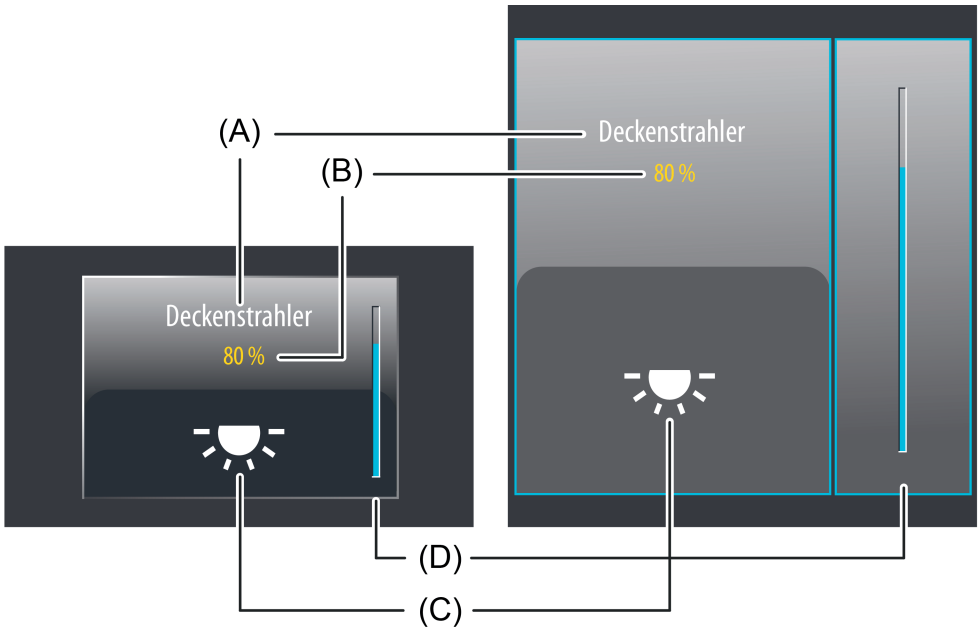

Bild 33: Beispiel für Bedien- und Anzeigeelement der Funktion "Wertgeber" mit einem Datenformat "1 Byte 5.001...5.004"
Der Anzeigebereich enthält verschiedene Darstellungselemente (Bild 33), die durch Parameter beeinflusst werden. Jeder KNX Funktion kann in der Konfigurationssoftware eine Bezeichnung vergeben werden (A). Diese Text-Bezeichnung wird im Anzeigeelement zentriert zur Anzeige gebracht, wodurch steuerbare KNX Funktionen für den Anwender kenntlich gemacht werden (z. B. "Deckenstrahler", "Außenhelligkeit"). Zusätzlich kann unterhalb der Bezeichnung ein Statuswert (B) eingeblendet werden, der entweder abhängig vom Objektwert der Wert-Rückmeldung eines Aktors oder alternativ direkt abhängig von der Wertvorgabe des Bedienelementes Werte im Klartext anzeigt (z. B. "0...255", "0...100%", "0...65535Lux"). Das Datenformat dieser Statuswert-Anzeige wird durch den in der Konfigurationssoftware eingestellten Datentyp und durch das parametrierte Anzeigeformat bestimmt. Solange nach einem Gerätereset noch kein Rückmeldungs-Objektwert empfangen oder noch kein Wert vorgegeben wurde, zeigt der Statuswert "---" (ergänzt um die Einheit) an.